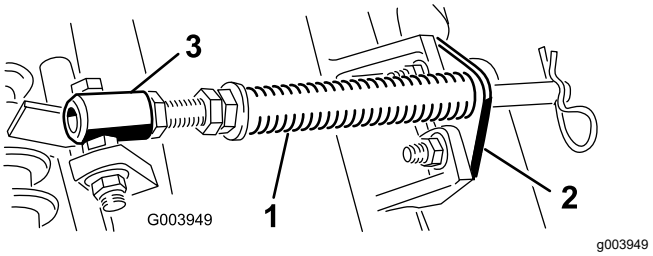

図 10
A. カッティングユニットのタブにロッドブラケットを固定しているキャリッジボルト2本を外す図 10。
B. スプリングチューブのボルトをキャリアフレームのタブに固定しているフランジナット図 10を外し、アセンブリを取り外す。